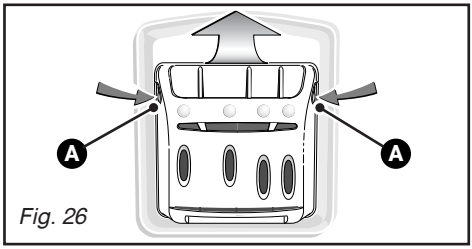

Fig. 26
– appuyez simultanément sur les bossages **A** se trouvant de part et d'autre de la boîte, celle-ci s'extrait de son logement *(Fig. 26)*.